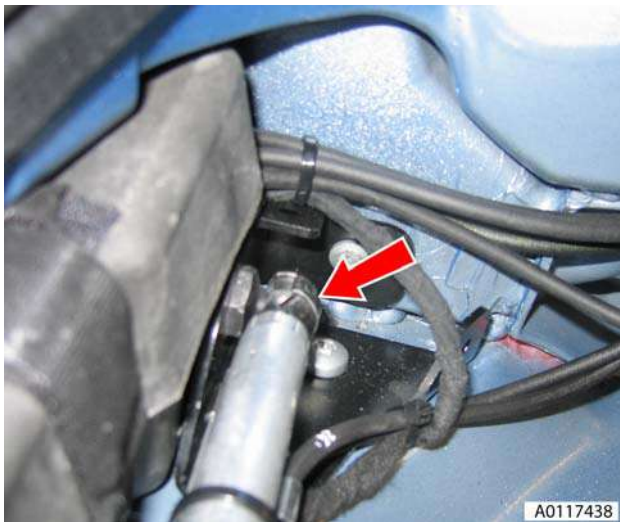

Figure 3
5. Release cylinder lower retaining clip and disconnect cylinder from body (see Figure 3).